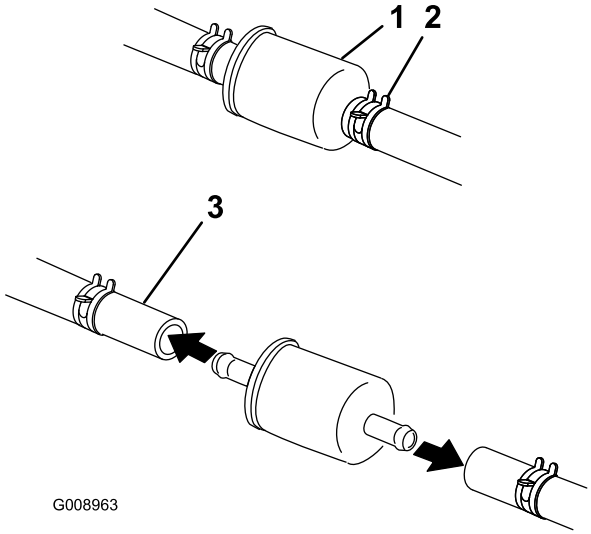

Figur 58
5. Stäng bränslekranen under sätet (Figur 58).
6. Kläm ihop ändarna på slangklämmorna och skjut bort dem från filtret (Figur 58).
8. Montera ett nytt filter och för tillbaka slangklämmorna tätt intill filtret igen (Figur 58).